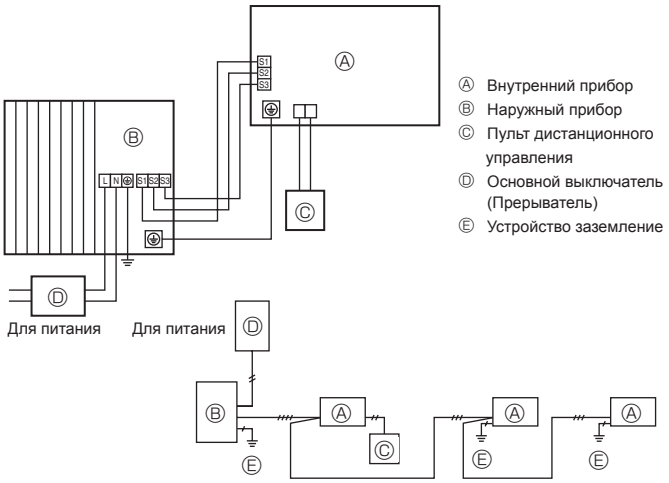
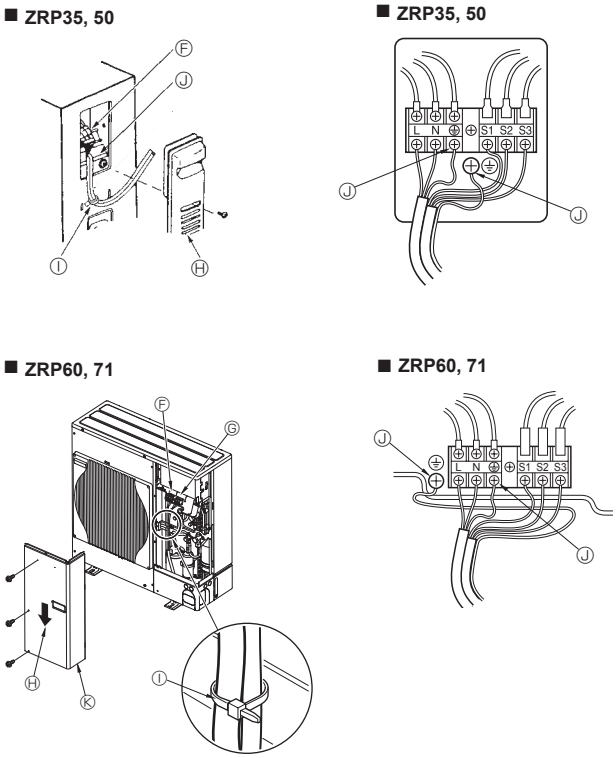

Fig. 6-1
Fig. 6-2
6.1. Наружный прибор (Fig. 6-1, Fig. 6-2)
① Снимите защитную панель.
② Подсоедините кабели, как указано на Fig. 6-1 и Fig. 6-2.